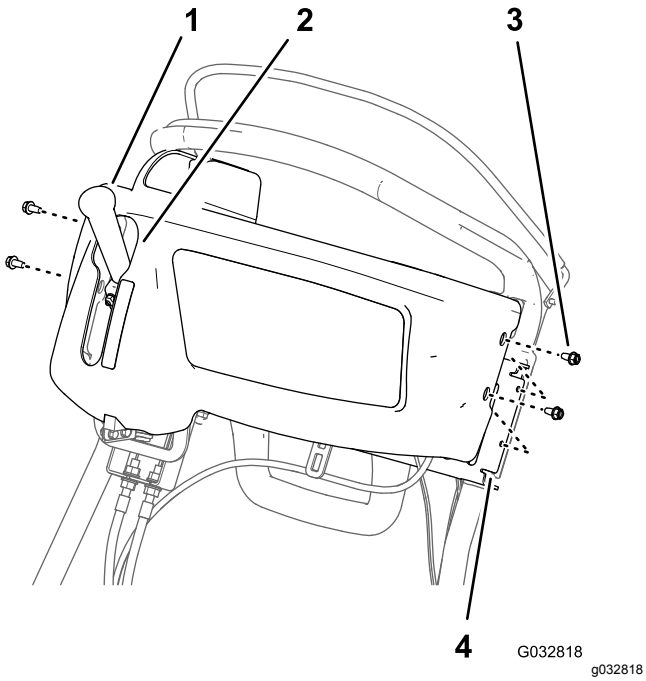

Рисунок 30
1. Расположите крышку панели управления так, чтобы рукоятка привода тяги и барабана прошла через профильный паз (Рисунок 30).
2. Совместите отверстия в крышке панели управления с отверстиями в опорном кронштейне штанги рукоятки (Рисунок 30).
3. Установите крышку на кронштейн (Рисунок 30) при помощи 4 винтов с фланцевыми головками (1/4 x 1/2 дюйма), снятых при выполнении действий, описанных в разделе Снятие крышки панели управления (страница 4).